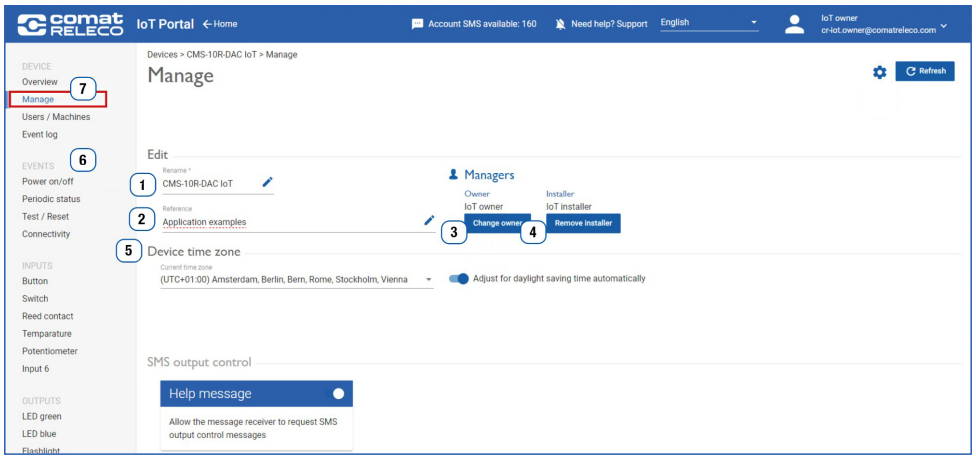

Figura 6.4: Menu Manage.
1. Selezionare **Change owner** (Figura 6.4, voce **3**).
- Per rimuovere l'accesso dell'installatore, selezionare **Remove Installer** (Figura 6.4, voce **4**).